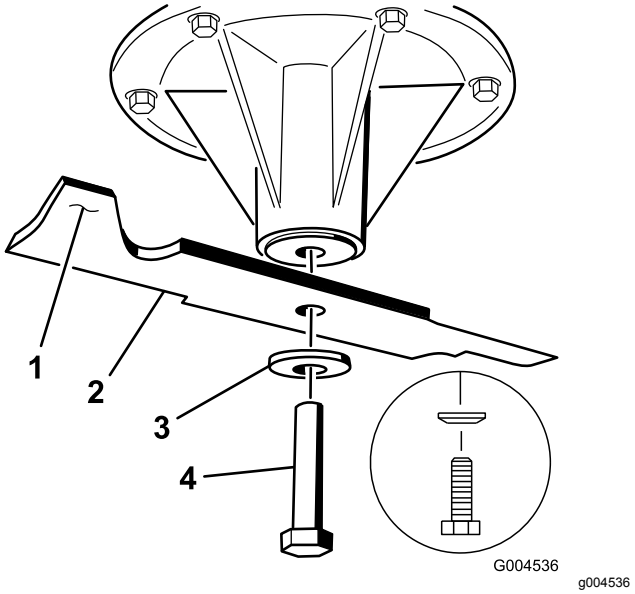

Figur 80
2. Montera kniven på spindelaxeln (Figur 80).
3. Montera den böjda brickan och knivbulten (Figur 80).
Obs: Den böjda brickans kon måste monteras mot bultens huvud (Figur 80).